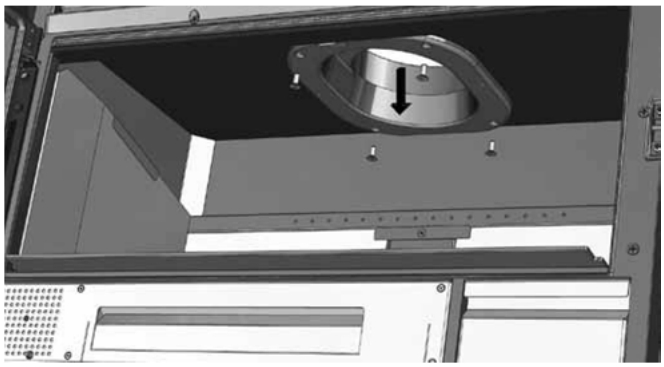

FIG. 11
1. Soltar los cuatro tornillos que sujetan el collarín al techo de compacto (fig. 11).